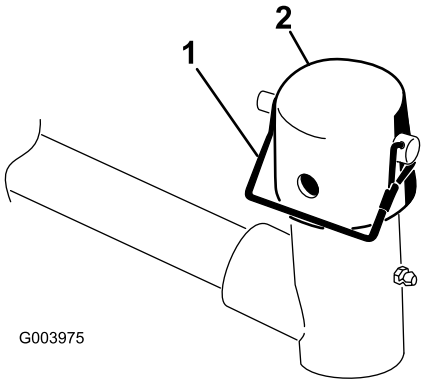

**Figura 9**
7. Retire el pasador de seguridad y el tapón de la horquilla de pivote del brazo de elevación (Figura 9).
11. Sujete el tapón y el eje del bastidor de tiro a la horquilla del brazo de elevación con el pasador de alambre (Figura 9).